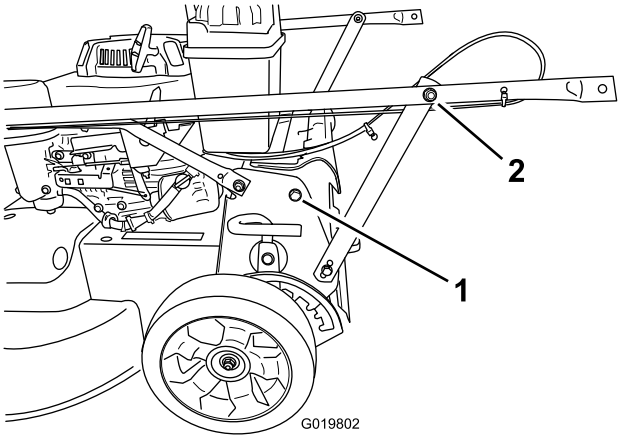

Рисунок 3
1. Отверните 2 болта из рамы машины в месте, показанном на Рисунок 3.